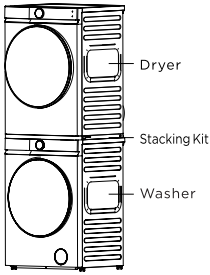

Figure 3
3. Place the dryer on the stacking Stacking Kit so that its left, right and front are aligned with the stacking bracket respectively (Fig. 3).